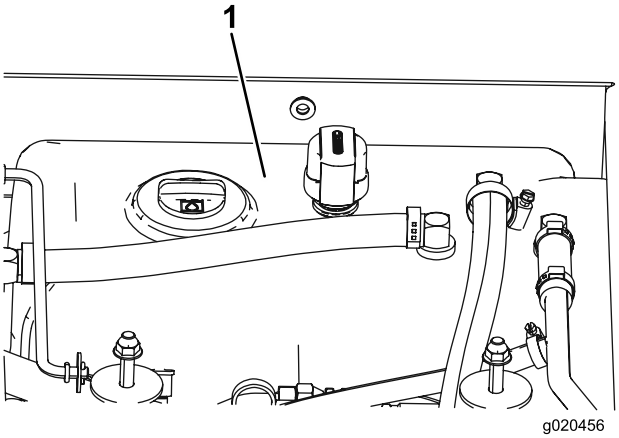

図 72
3. オイルタンク図 72に適正量のオイルを入れる「油圧オイルを点検する」を参照。